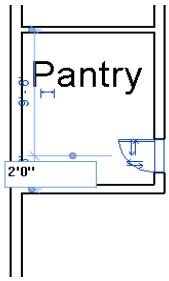

Figure 3-79 *Moving the door to the exact location*
8. Since the location of the door is given with reference to the side interior wall, click on the lower temporary dimension, and then enter **2'0"** for Imperial or **600 mm** for Metric, as shown in Figure 3-79. Next, press ENTER; the door moves to the specified location.